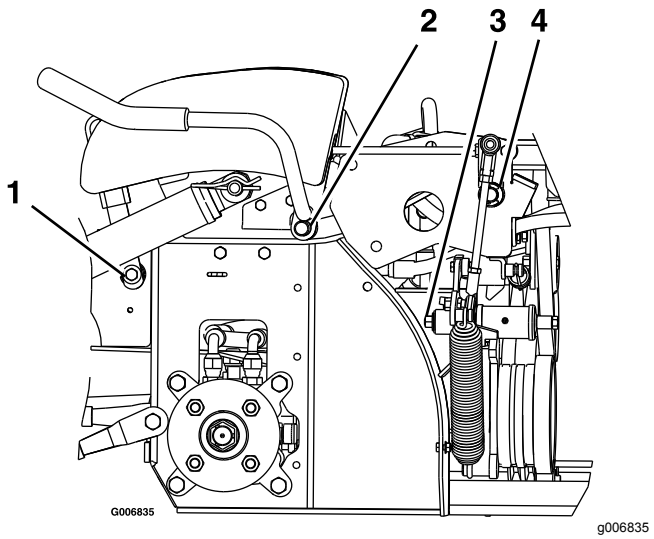

Figur 33
3. Smörj bronsbussningarna på bromshandtagets vridpunkt med ett spraysmörjmedel eller en lätt olja (Figur 33).